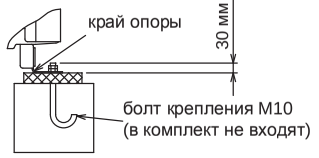

Рис. 1 (без съемной опоры)
① Проверьте прочность основания, предусмотрите слив дренажа (при работе прибора на некоторых его элементах конденсируется влага), подключение фреонопроводов и кабелей.
② Установочные опры должны прочно располагаться на основании (рис. 1 и 2).
③ Болты крепления должны выступать не более, чем на 30 мм (рис. 1 и 2).